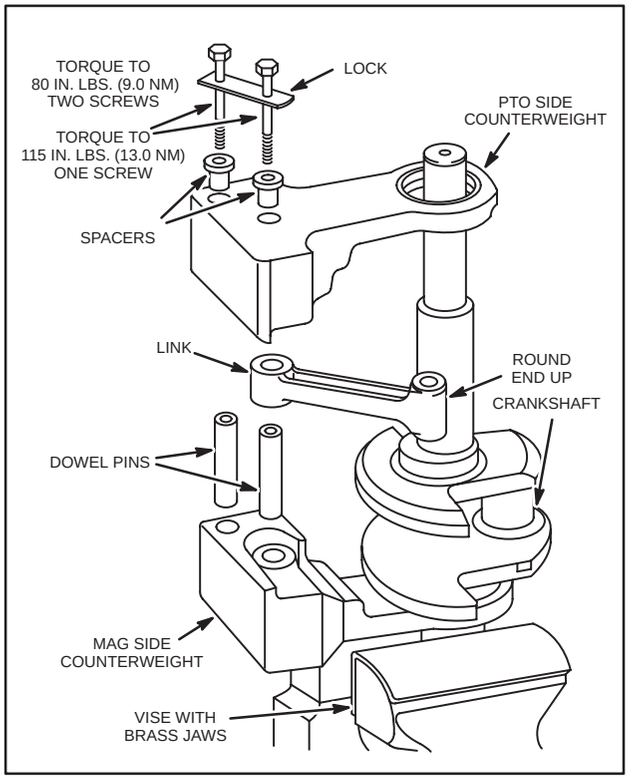

Fig. 191 – ASSEMBLING COUNTERWEIGHT TO CRANKSHAFT
2. Slide flywheel side counterweight onto crankshaft, Fig. 191.
4. Install dowel pin(s). Slip link over dowel pin with rounded edge of free end up, Fig. 191.